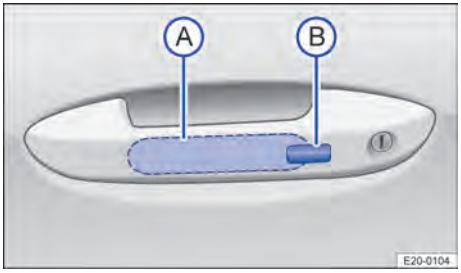

Fig. 60 En la manilla: superficies sensoras.
1. Toque la superficie sensora → Fig. 60 Ⓐ del lado interior de la manilla de la puerta.
2. Toque la superficie sensora → Fig. 60 Ⓑ del lado exterior de la manilla de la puerta.
2. Antes de que transcurran 5 segundos, toque una vez el sensor del lado exterior de la manilla de la puerta → Fig. 60 Ⓑ. Al hacerlo, no agarre la manilla.
1. Mantenga un dedo sobre la superficie sensora de la manilla de la puerta del conductor o del acompañante durante unos segundos → Fig. 60.